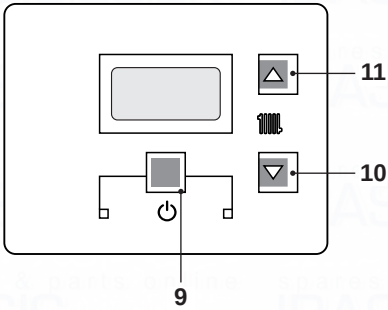
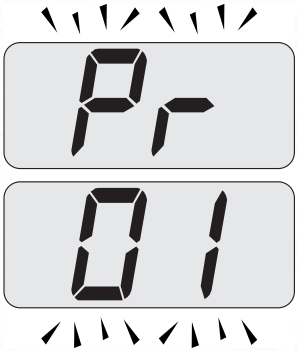
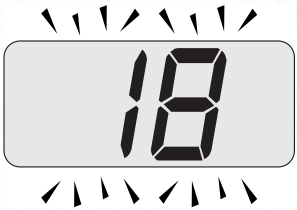

Fig. 7.47
Fig. 7.48
Fig. 7.49
- Enter the ”programming mode” by pressing keys 9- 10- 11(Fig. 7.47) for 10 seconds at the same time until the letters **Pr** that alternate with code **01** are displayed on the LCD display, indicating that ”parameter 01”(Fig. 7.48) has been activated.
- Press keys 9and 11(Fig. 7.47) at the same time until the value of parameter 18 (18=Activ A 12OV or 19=Activ A 15OV or 20=Activ A 20OV or 21=Activ A 25OV) is displayed on the LCD display (Fig. 7.49).
- Press keys 9and 10(Fig. 7.47) at the same time to exit without changing the value (return to the parameters list Fig. 7.48)
- Press keys 9- 10- 11(Fig. 7.47) at the same time for 10 seconds to exit the ”programming mode”.